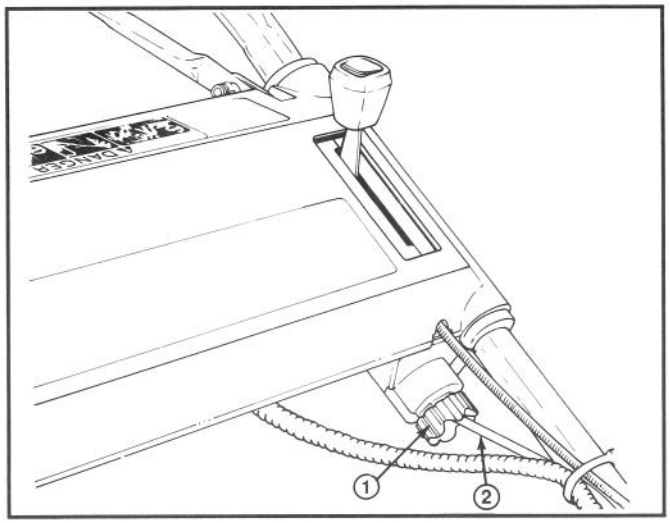

Abbildung 20
2. Den Einstellkopf (Abb. 20) um eine Halbe Umdrehung im Uhrzeigersinn drehen, um den Antriebsrahmen zu spannen, oder um eine halbe Umdrehung gegen den Uhrzeigersinn, um ihn zu locken. Dabei sollten Sie das Kabel halten, damit es sich nicht mitdrehen kann.